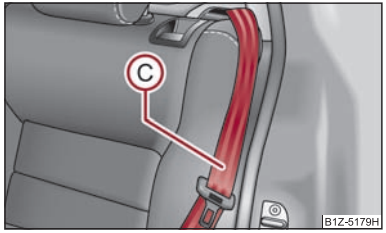

Fig. 51 Verrouiller le dossier
- Mettez la ceinture de sécurité latérale AR (C) derrière le bord de l'habillage latéral ⇒ fig. 51.